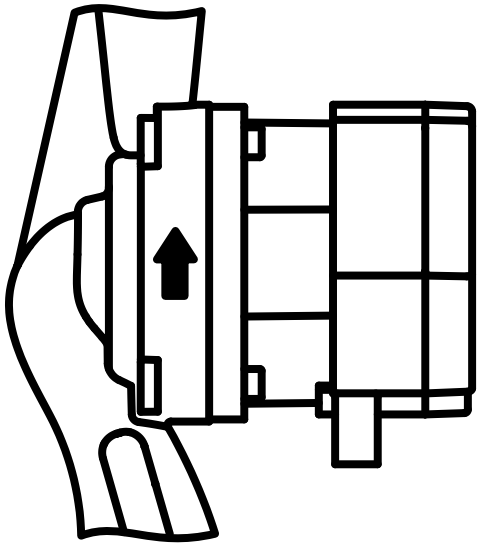

Рис.3 Направление потока циркуляционного насоса.
• При установке насоса необходимо учитывать направление движения воды в системе отопления. Направление движения воды показано стрелкой на чугунном корпусе насоса. (см. Рис.3).